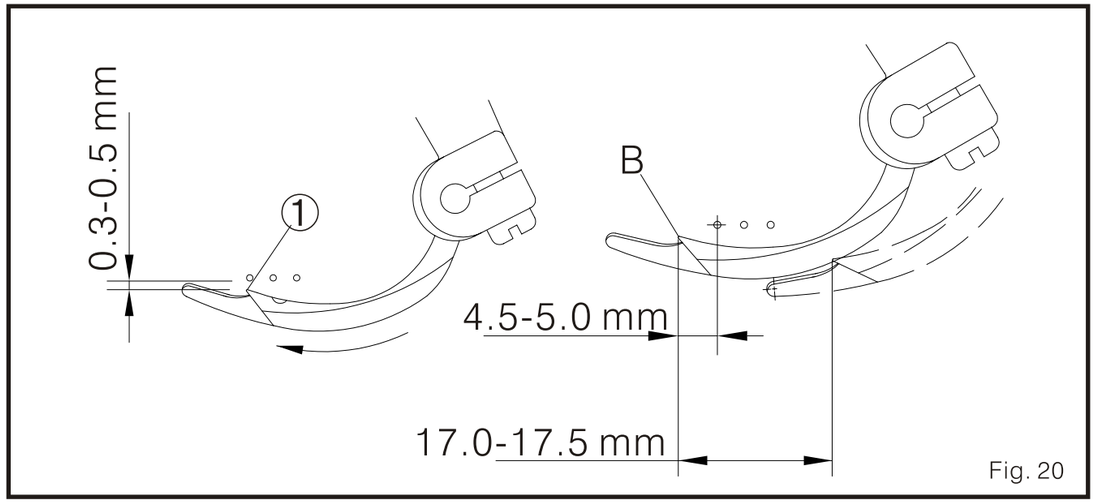

Fig. 20
2. Cuando el distribuidor 1 se mueva, La punta (B) tiene que esta a 0.3-0.5 mm en frente de la aguja izquierda. Además, Cuando el distribuidor 1 se mueve al punto muerto izquierdo, el espacio entre la punta (B) y la línea central de la aguja izquierda debe ser de 4.0-5.0 mm. (Fig.20)